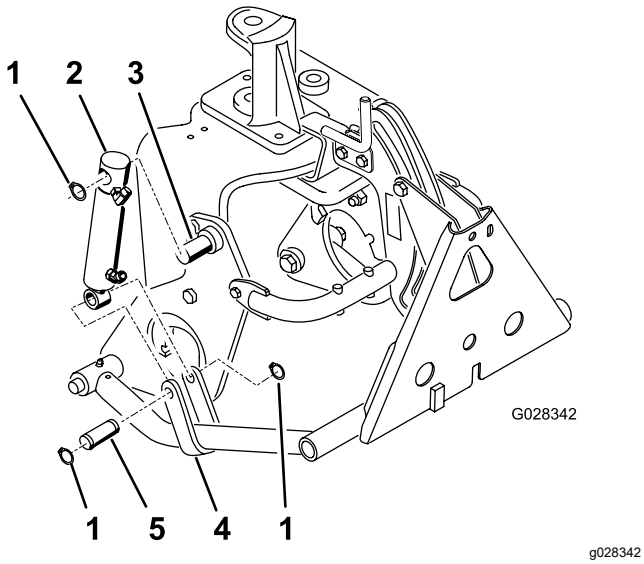

Figura 19
3. Montați partea superioară a corpului cilindrului hidraulic la știftul de pe placa de plug dreapta cu un inel de fixare (Figura 19).
4. Montați tija cilindrului pe bridele brațului de fixare cu un știft și 2 inele de fixare (Figura 19).